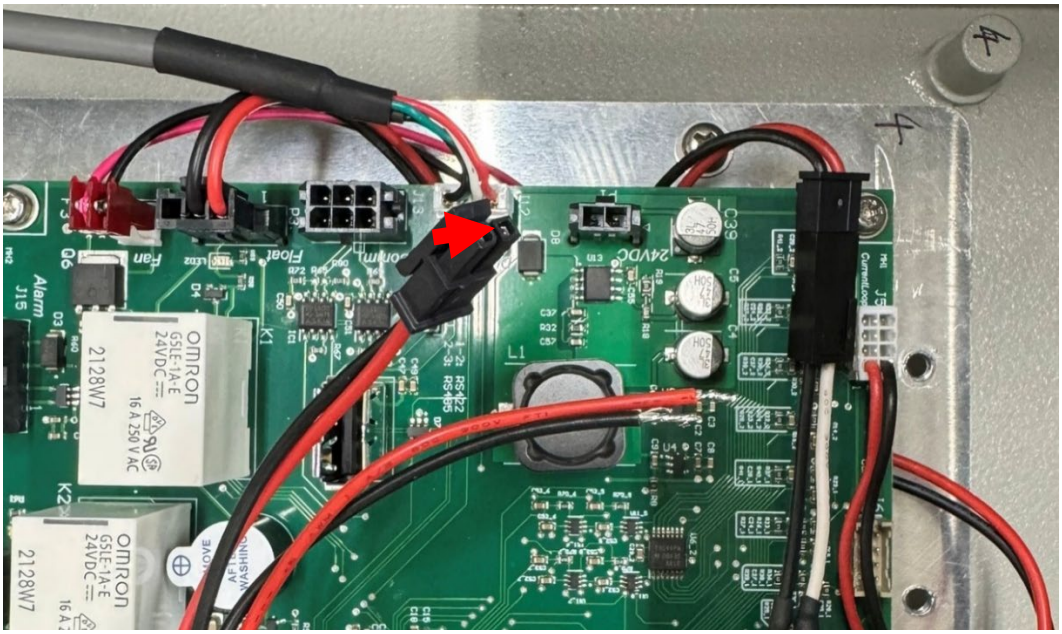

Figure 3.
3. Now connect the male two-pin connector to the main board's 24V connector. Figure 3.